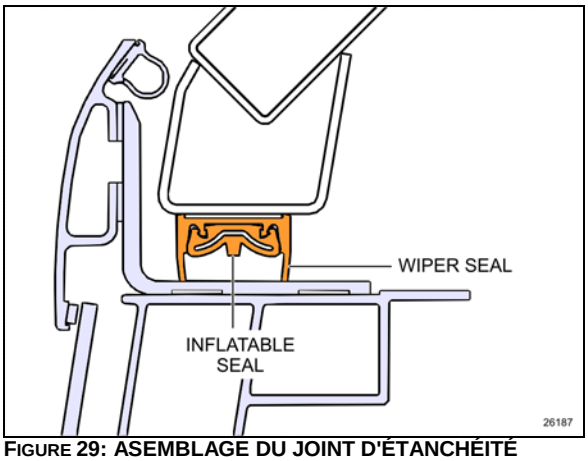

FIGURE 29: ASEMBLAGE DU JOINT D'ÉTANCHÉITÉ 26160
*Cette procédure présente les étapes pour l'installation du joint racleur muni d'un ruban adhésif (*Figure 29*) sur la structure.*
*Cette procédure présente les étapes pour l'installation de du joint gonflable sur le joint racleur (*Figure 29*).* *Préparer une bouteille d'eau savonneuse pour faciliter l'installation et le repositionnement.*